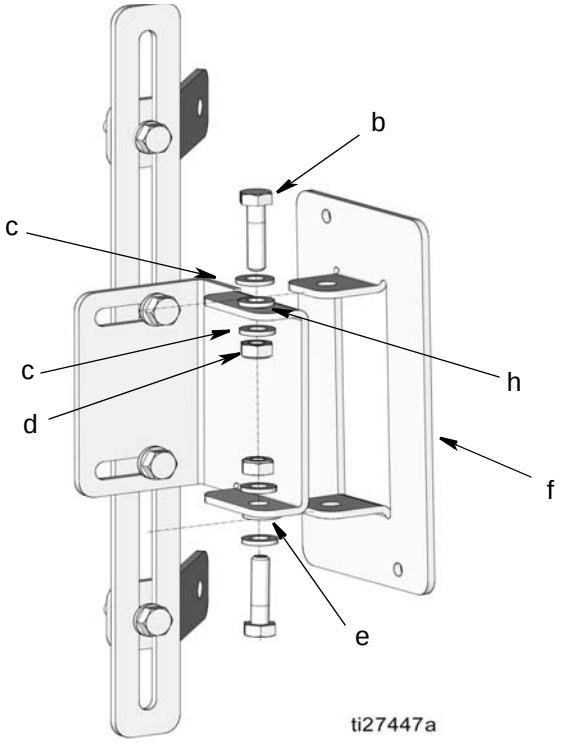

FIG. 46
d. Install the GLC200 mounting plate (f) to the mounting base plate (e) using bolts (b), washers (c) and nuts (d) as shown in FIG. 46. Be sure washer (h) is installed between the mounting plate (f) and mounting base plate (e) on the top an bottom. Wrench tighten nuts securely.